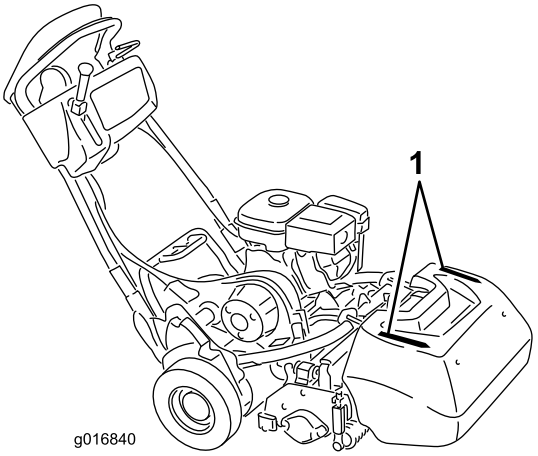

Figur 25
- Innrettingsstripene på kurven hjelper deg å holde en rett linje på tvers av plenen og å holde maskinen på lik avstand fra kanten på forrige klipping (Figur 25).